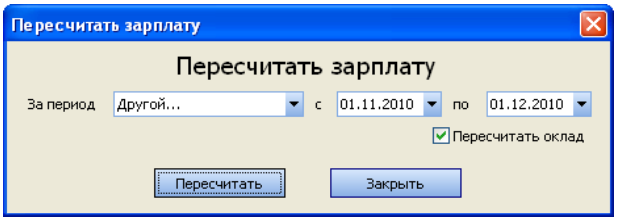

Рисунок 126 Окно Пересчитать зарплату
2. Нажмите кнопку **Действия** → **Пересчитать зарплату**. В открывшемся окне (см. Рисунок 126) укажите период для пересчета и установите галочку в поле **Пересчитать оклад**. Нажмите кнопку **Пересчитать**.